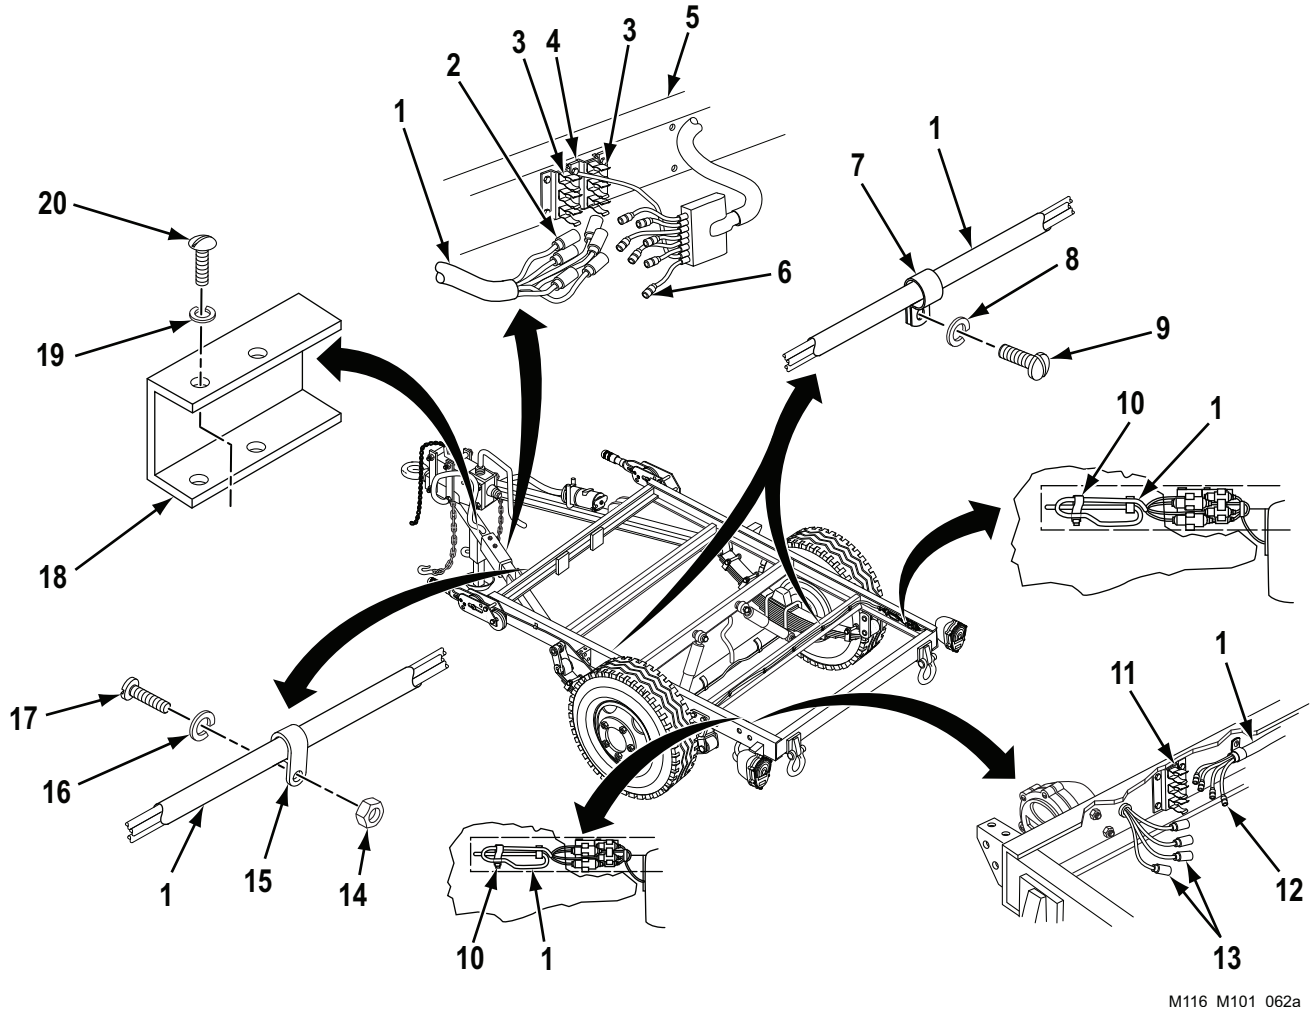

Figure 2. Chassis Wiring Harness Replacement.
2. At junction box (Figure 2, Item 4) at roadside drawbar (Figure 2, Item 5), remove chassis wiring harness connectors (Figure 2, Item 2) and intervehicular cable connectors (Figure 2, Item 6) from clips (Figure 2, Item 3) and disconnect connectors (Figure 2, Items 2 and 6).
3. At curbside and roadside rear of trailer, remove chassis wiring harness connectors (Figure 2, Item 12) and light connectors (Figure 2, Item 13) from clips (Figure 2, Item 11) and disconnect connectors (Figure 2, Items 12 and 13).
4. Remove electrical tiedown straps (Figure 2, Item 10) from chassis wiring harness (Figure 2, Item 1). Discard tiedown straps (Figure 2, Item 10).
5. Remove 11 screws (Figure 2, Item 9) and lockwashers (Figure 2, Item 8) from 11 loop clamps (Figure 2, Item 7) securing chassis wiring harness (Figure 2, Item 1) to rear crossmember, roadside frame, and roadside drawbar (Figure 2, Item 5). Discard lockwashers (Figure 2, Item 8).
6. At front roadside corner of frame, remove nut (Figure 2, Item 14), screw (Figure 2, Item 17), and lockwasher (Figure 2, Item 16) from loop clamp (Figure 2, Item 15) and frame. Discard lockwasher (Figure 2, Item 16).
7. Remove chassis wiring harness (Figure 2, Item 1) from frame. Remove 11 loop clamps (Figure 2, Item 7) and loop clamp (Figure 2, Item 15) from chassis wiring harness (Figure 2, Item 1).
1. Place 11 loop clamps (Figure 2, Item 7) and loop clamp (Figure 2, Item 15) on chassis wiring harness (Figure 2, Item 1). Position chassis wiring harness (Figure 2, Item 1) along rear crossmember, roadside frame, and roadside drawbar (Figure 2, Item 5). Make sure chassis wiring harness connectors (Figure 2, Items 2 and 12) reach their points of connection.
2. At front roadside corner of frame, install loop clamp (Figure 2, Item 15) on frame with new lockwasher (Figure 2, Item 16), screw (Figure 2, Item 17), and nut (Figure 2, Item 14) securing chassis wiring harness (Figure 2, Item 1) to frame.
3. Install 11 loop clamps (Figure 2, Item 7) securing chassis wiring harness (Figure 2, Item 1) to rear crossmember, roadside frame, and roadside drawbar (Figure 2, Item 5) with 11 new lockwashers (Figure 2, Item 8) and screws (Figure 2, Item 9).
4. Loop excess chassis wiring harness (Figure 2, Item 1) and secure with new electrical tiedown straps (Figure 2, Item 10).
5. At curbside and roadside rear of trailer, connect chassis wiring harness connectors (Figure 2, Item 12) to light connectors (Figure 2, Item 13). Place connectors (Figure 2, Items 12 and 13) in clips (Figure 2, Item 11).
6. At junction box (Figure 2, Item 4) at roadside drawbar (Figure 2, Item 5), connect chassis wiring harness connectors (Figure 2, Item 2) to intervehicular cable connectors (Figure 2, Item 6). Place connectors (Figure 2, Items 2 and 6) in clips (Figure 2, Item 3).
7. Install cover (Figure 2, Item 18) on roadside drawbar (Figure 2, Item 5) with four new lockwashers (Figure 2, Item 19) and screws (Figure 2, Item 20).